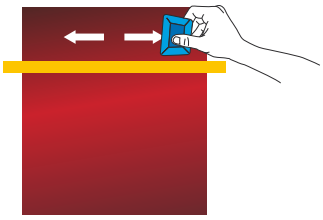

Figure 04
- Commencer le collage du film avec une raclette (préalablement recouverte de feutrine) formant un angle à 45° et un sens d'application du centre vers les bords. (FIG. 04)